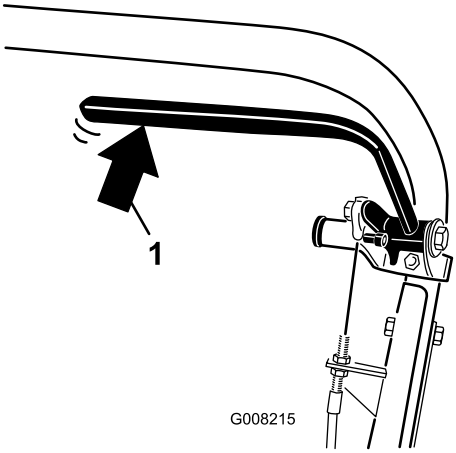

**Figur 31**
2. Brug en fjedervægt, og tryk bagud på driftsbremsegrebet (Figur 31). Parkeringsbremsen bør udløses, når en kraft på 13,5 til 18 kg nås. Hvis parkeringsbremsen udløses, før en kraft på 13,5 til 18 kg nås, skal bremsekablet justeres. Fortsæt til trin 3.